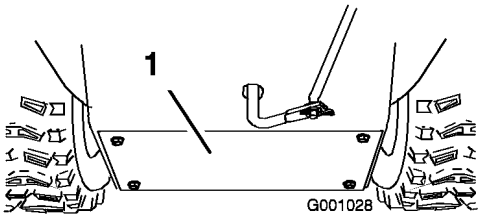

Figura 45
3. Togliete il carter posteriore (Figura 45).